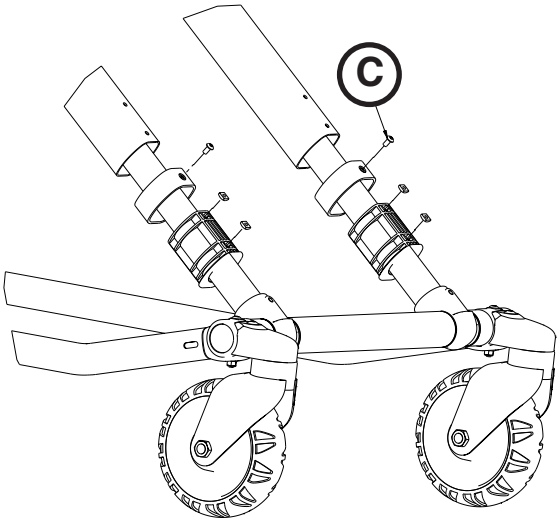

Figura 80
3. Com uma chave T25 Torx, retirar os dois parafusos de cabeça de tremoço (C) que fixam o rolamento do tubo (Figura 80).
2. Com uma chave T25 Torx, retirar os dois parafusos de cabeça de tremoço que fixam o rolamento do tubo (consultar Figura 80 na página 7-72).